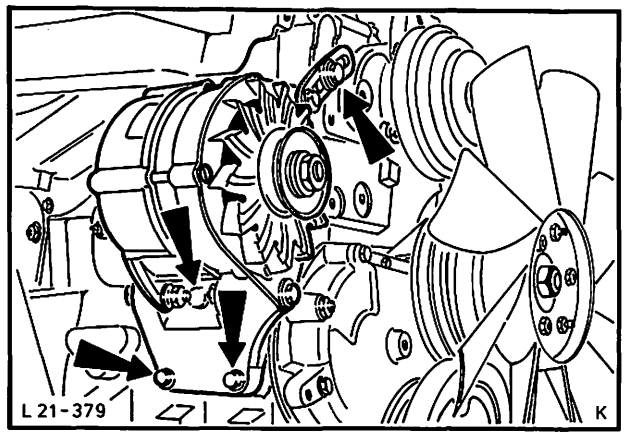

Abb. 86 Lichtmaschine anbauen
66. Lichtmaschine komplett mit Halter anbauen, Abb. 86, und Keilriemen spannen. Spannrolle – Keilriemen – Lüfter anschrauben und Keilriemen spannen.